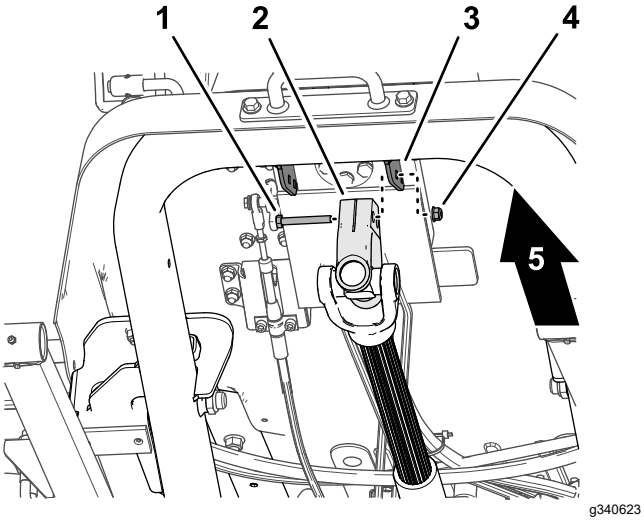

Figur 15
1. Stötta drivaxeln och ta bort huvudskruven och låsmuttern som fäster drivaxeloket på styrventilens monteringsfäste (Figur 15) och sänk sedan försiktigt ned drivaxeln.